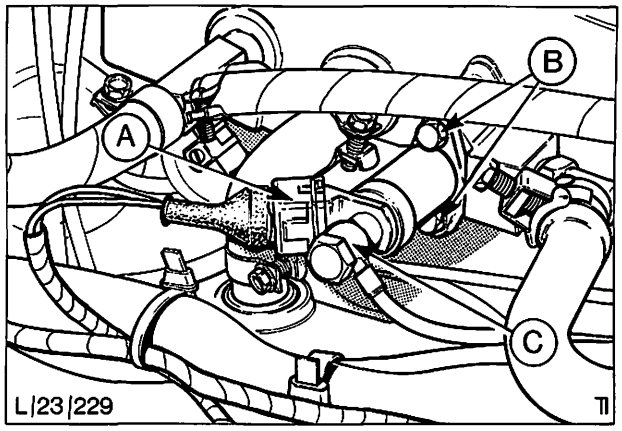

Abb. 82 Kaltstartventil
5. Innensechskantschrauben (2) entfernen und Kaltstartventil ausbauen, Abb. 82.